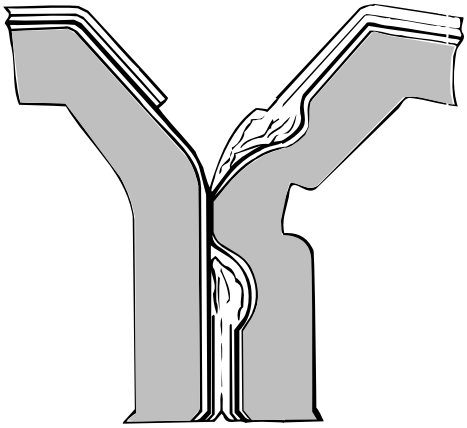

fig.2
- la soldadura se queda intacta cuando se tira del empalme, pero la lámina de aluminio se desprende de uno de los lados mostrando una superficie metálica brillante (fig.2)